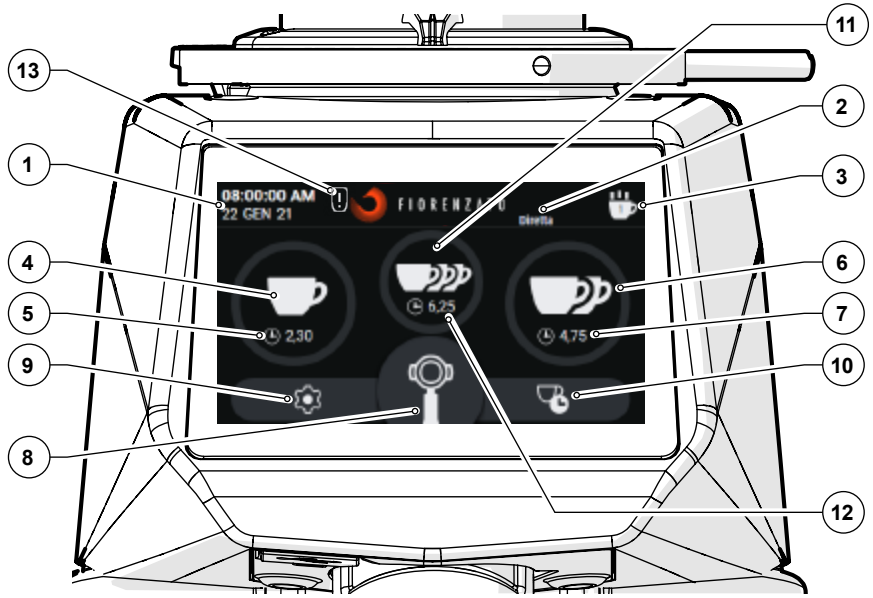

Рис. 11 - Главная страница
На сайте Рис. 11 показана ГЛАВНАЯ страница с описанием функциональных клавиш и полей дисплея. ГЛАВНАЯ страница может быть настроена из «Меню настроек», поэтому изображение, показанное на рисунке, может отличаться от экрана, фактически отображаемого на вашем приборе при первом включении.
На ГЛАВНОМ экране, представленном на Рис. 11, отображаются следующие поля и функциональные кнопки:
Доступ к «Меню настроек» осуществляется нажатием функциональной клавиши , которая всегда отображается в левом нижнем углу дисплея (см. Рис. 11 Поз. 9). После подачи команды на дисплее загрузится меню, при помощи которого можно будет выбрать изменяемый параметр и/или активируемую/деактивируемую функцию, просто прокручивая вниз список возможных вариантов, пока не будет найден интересующий пункт. Меню «Настройки» содержит следующие пункты:
Выберите нужную дозу (одинарную, двойную или тройную, если она подключена), нажимая соответствующую функциональную клавишу (см. Рис. 11 Поз. 4, 6 или 11). Значок нажатой клавиши начинает мигать, указывая на сделанный выбор.
Нажмите клавишу **«Помол в ручном режиме»** (см. Рис. 11 Поз. 8) для начала непрерывного помола. Помол останавливается автоматически при отпускании кнопки.
Нажмите функциональную клавишу для выбора одинарной, двойной или тройной порции (см. Рис. 11 Поз. 4, 6 или 11); при подаче команды немедленно начинается помол нужной порции.
Нажмите клавишу «**Помол в ручном режиме**» (см. Рис. 11 Поз. 8) для начала непрерывного помола. Помол останавливается автоматически при отпускании кнопки.
В этом режиме микровыключатель активации отключен, а все кнопки выбора порций (см. Рис. 11 Поз. 4, 6, 8 и 11) могут быть активированы.
В этом режиме помол в ручном режиме (см. Рис. 11 Поз. 8) и клавиши выбора одинарной, двойной и тройной порции (см. Рис. 11 Поз. 4, 6 и 11) отключены.
Выберите нужную порцию (одинарную, двойную или тройную, если включена), нажимая соответствующую функциональную клавишу (см. Рис. 11 Поз. 4, 6 или 11). Когда выбор сделан, значок нажатой клавиши начинает мигать, указывая на то, что выбор сделан, и остается активированным до тех пор, пока не будет выбрана другая порция. Нажмите микровыключатель активации стаканом фильтра (один раз), чтобы начать помол выбранной порции.
В этом режиме ручной помол (см. Рис. 11 Поз. 8) также остается включенным.
- По завершении каждой выдачи обновляются счетчики статистики (см. Рис. 11 Поз. 3). В статистике непрерывный помол (см. Рис. 11 Поз. 8) соответствует увеличению числа выдач только на одну единицу. Циклы помола сохраняются, даже если опция «Показать статистику» отключена в меню технических настроек.
При отключенном ручном измельчении (Рис. 11 Поз. 8) соответствующая функциональная клавиша не может быть выбрана и отображается серым цветом.
Включает ( ) или выключает ( ) отображение функциональной кнопки «Статистика» на ГЛАВНОМ экране (см. Рис. 11 Поз. 3).